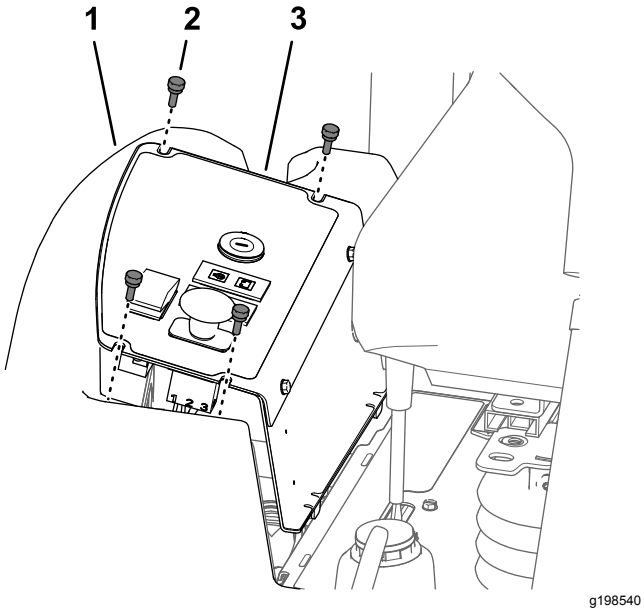

Figuur 52
1. Verwijder de 4 duimschroeven waarmee het bedieningspaneel aan de brandstoftank is bevestigd (Figuur 52).
2. Til het bedieningspaneel op (Figuur 52).
3. Lijn de sleuven aan de bovenkant van het bedieningspaneel uit met de gaten in de flens van de brandstoftank (Figuur 52).
4. Bevestig het bedieningspaneel op de flens van de brandstoftank met de 4 duimschroeven (Figuur 52) die u in stap 1 van Het bedieningspaneel verwijderen (bladz. 54) verwijderd hebt.